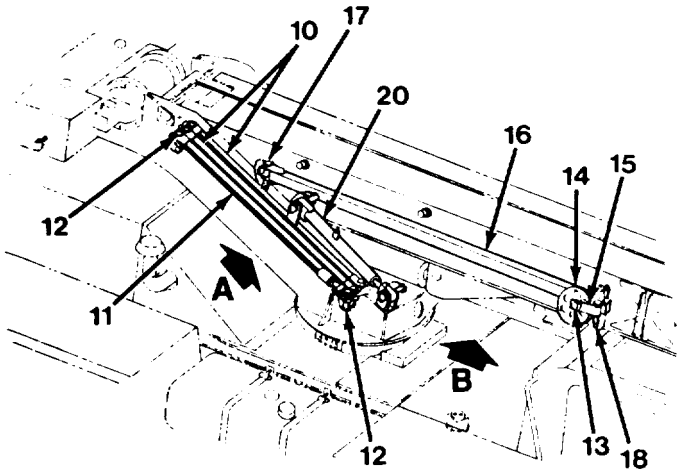
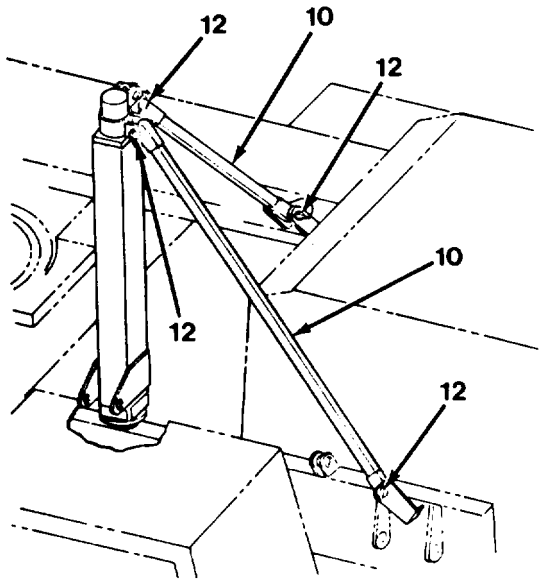

Figure 5-11. *Storage Locations A and B*
Figure 5-11A. *Installing the Truss Rods*
b. Manually lower lift arm (16) down toward boom.
c. Remove sheave (14) from clevis on lift arm (16). This will leave the cable slack.
d. Remove adjustable truss rod (11) by removing pin (12) from top of lift arm (16).
e. Remove bottom pin (17) and lift arm (16) from mast (3, Figure 5-3 1). Restow in storage location B (Figure 5-11) on right side of boom.
f. Install sheave (14) back in clevis on lift arm (16). Index sheave pin (13) and lock sheave bracket (15) to side of lift arm (16).
5. Remove and stow mast (3) as follows:
a. Remove two truss rods (10) from mast (3, Figure 5-11A). Stow truss rods (10) and adjustable truss rod (11) in storage location A (Figure 5-11) on upperstructure.